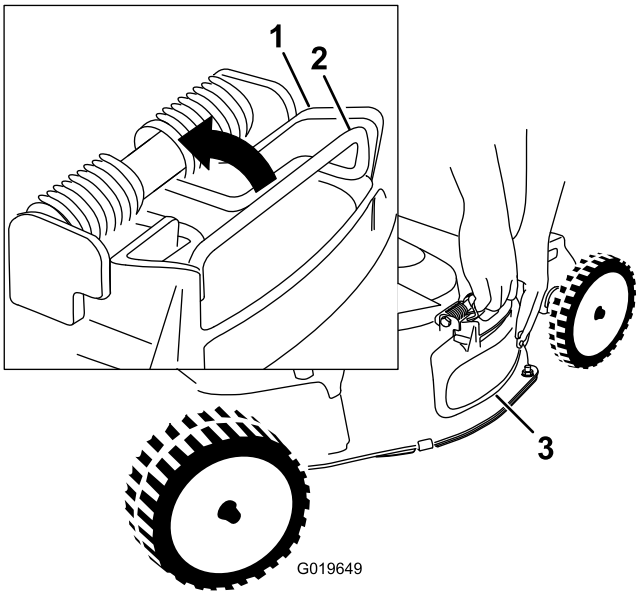

Figur 26
4. Fjern sideudblæsningsdeflektoren ved at trække opad i den fjeder, der holder deflektoren på plads, og fjerne deflektoren (Figur 26